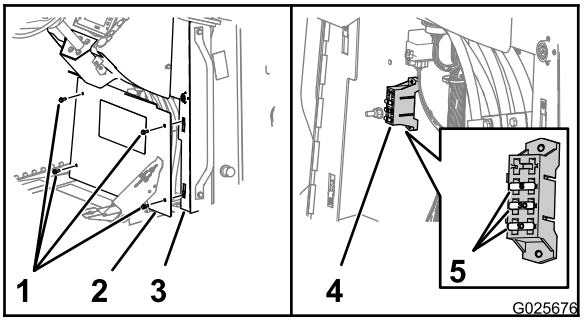

Рисунок 80
3. Выверните 4 болта с шестигранными фланцевыми головками (5/16 x 3/4 дюйма), которые крепят крышку к пульту, и снимите крышку (Рисунок 80).
4. Найдите перегоревший предохранитель и замените его предохранителем такого же типа и номинала (Рисунок 80).
6. Совместите отверстие в крышке с гаечными зажимами на фланцах пульта (Рисунок 80).